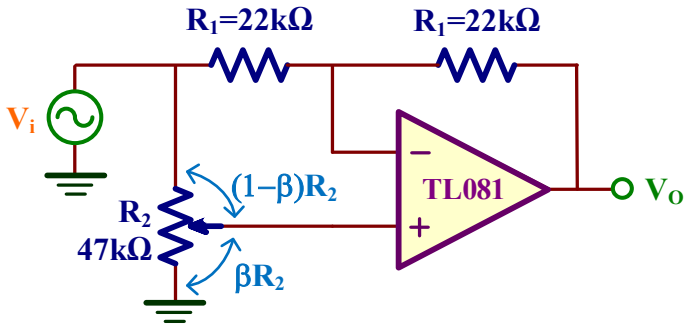
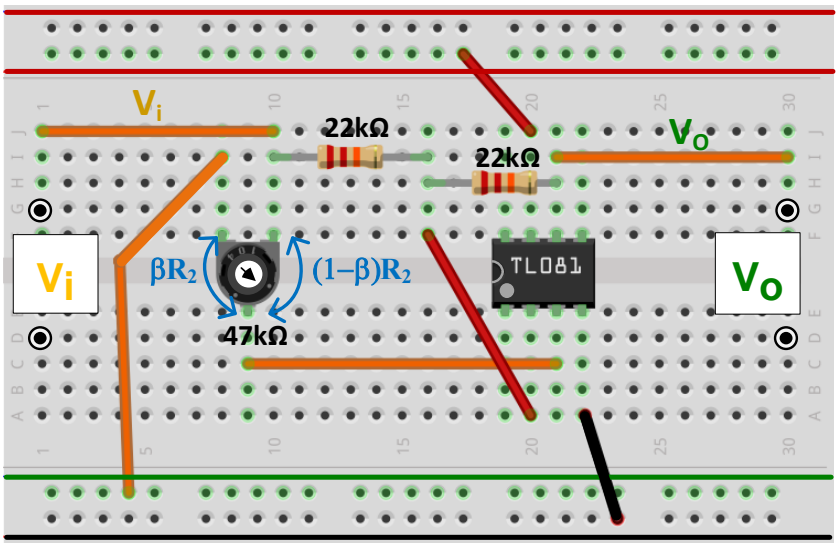

Figura V.8. *Amplificador de ganancia variable.*
Figura V.9. *Montaje del amplificador de ganancia variable de la figura V.8.*
En este apartado realizaremos el análisis de un amplificador cuya ganancia, que se ajusta mediante un potenciómetro, varía entre –1 y +1. El esquema de este circuito se muestra en la figura V.8. La posición del potenciómetro R_2 se especifica mediante el parámetro β ($0 \le \beta \le 1$), de forma que el potenciómetro se comporta como dos resistencias en serie: una de valor $\beta \cdot R_2$ y la otra de valor $(1-\beta) \cdot R_2$.
E) Realizar el montaje del amplificador de la figura V.8 y aplicar una onda sinusoidal a la entrada V_i de 1kHz y de 2 V_{pp}. Medir el valor de β para que la ganancia $A_V=V_o/V_i$ del amplificador sea de +0.5 y –0.5.
En la figura V.9 se presenta el montaje en el *Breadboard* del circuito de la figura V.8. Después de realizar su montaje, aplicar una onda sinusoidal a la entrada 2 V (pico-pico) de amplitud y 1kHz de frecuencia. Observar el efecto a la salida V_O cuando se varía el potenciómetro de un extremo a otro. En ganancias positivas ($A_V>0$), el desfase es de 0º entre la entrada y salida, mientras que es de 180º para ganancias negativas ($A_V<0$).